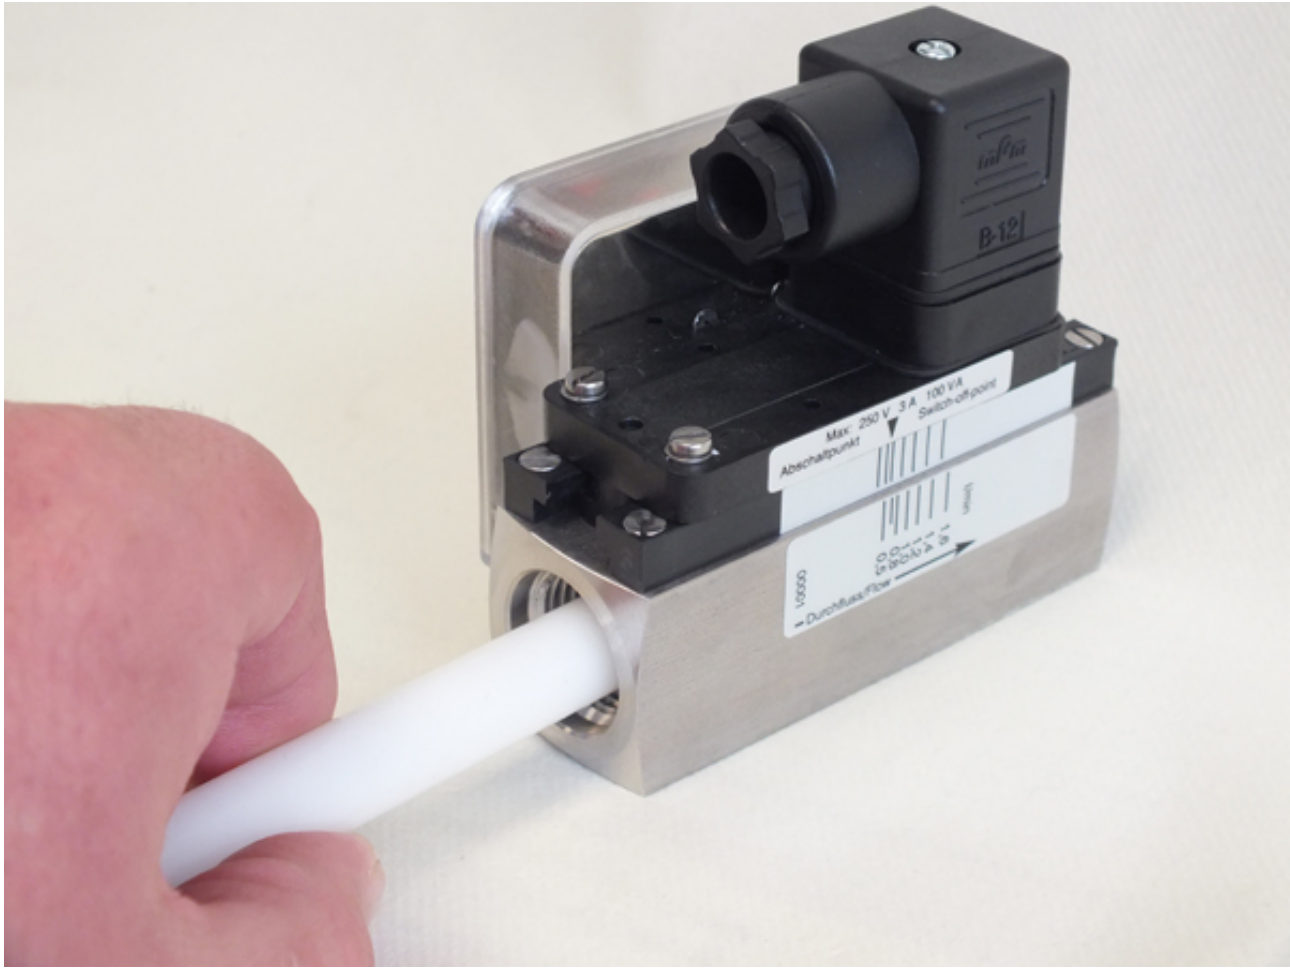

Fig. 65: Check for smooth operation
12. Check the float for ease of movement (*Fig. 65*) by applying light pressure with the test rod.